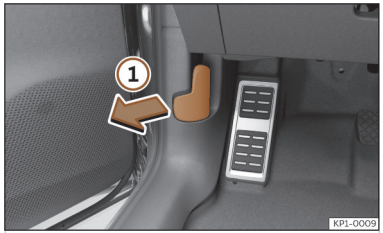

Abb. 219 Entriegelungshebel im Fahrerfußraum.
- Öffnen Sie die Tür und ziehen Sie an dem Hebel unterhalb der Instrumententafel ››› **(Abb. 219)** ①.